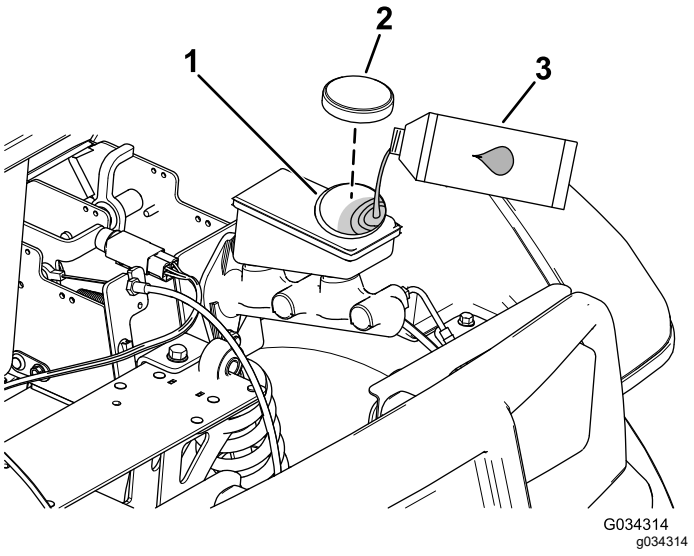

Figura 53
2. Eleve el capó para acceder al cilindro del freno principal y al depósito (Figura 53).
A. Limpie la zona alrededor del tapón del depósito y retire el tapón (Figura 53).
C. Coloque el tapón del depósito (Figura 53).